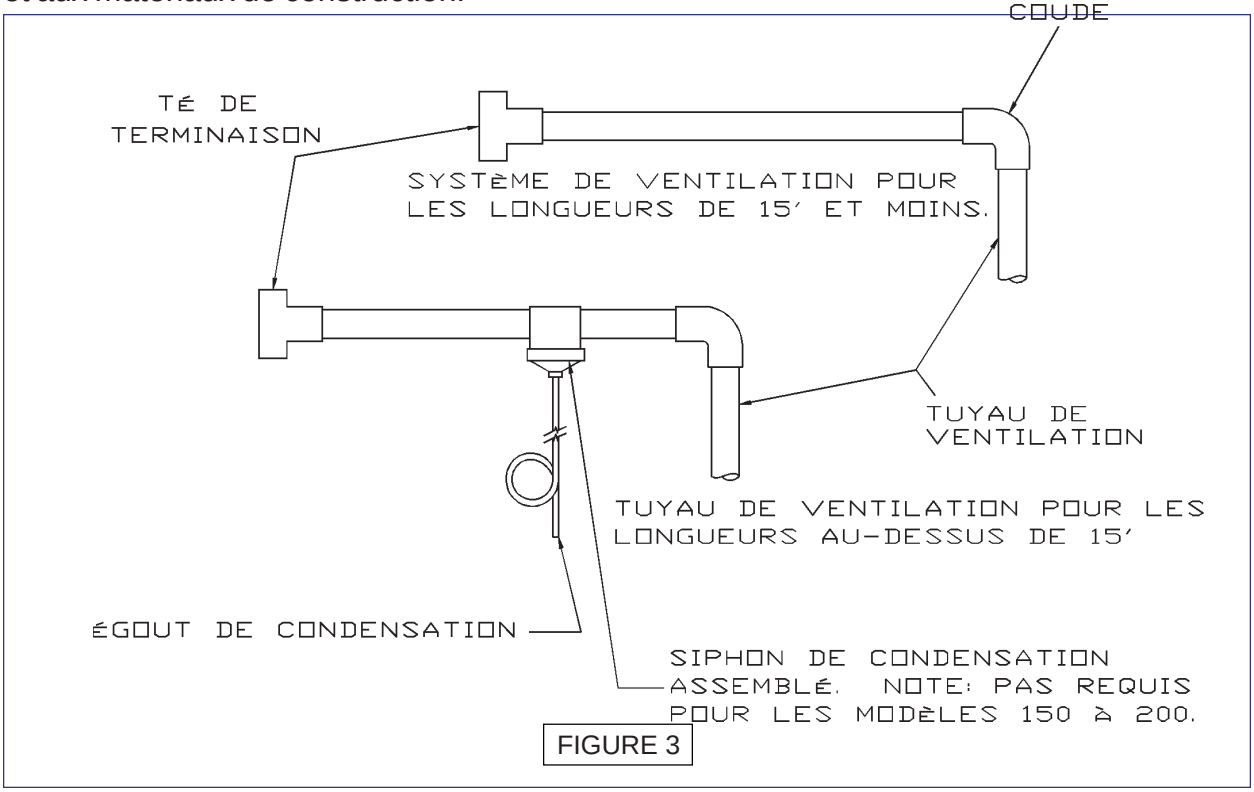

FIGURE 3
F. Aucune section du tuyau de ventilation ne doit avoir d'inclinaison ou de fléchissement parce que la condensation pourrait s'y accumuler, voir la figure 3 à la page 3 pour un système de ventilation typique.